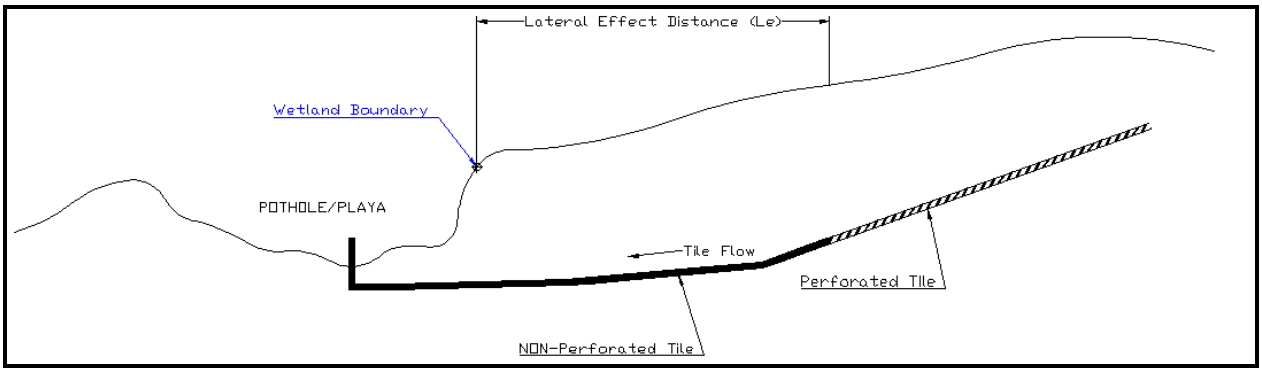

Figure 18 – Nonperforated tile may outlet into a depressional wetland at any elevation below the existing outlet.
2. The nonperforated tile outlet can be at any elevation below the existing wetland outlet. An example is shown on Figure 18.